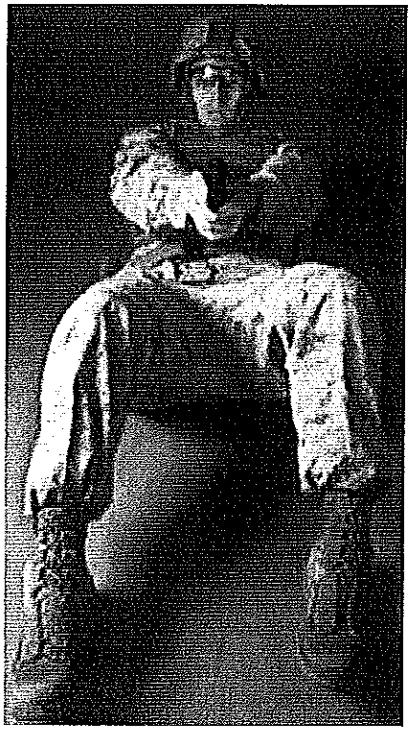

Figure 4-28. Firing from the Supine Prone Position (Back).
3. Sit up slightly by rolling the shoulders up off the ground while establishing sight alignment and site picture. The inside of the thighs can be used for stability (see fig. 4-28).